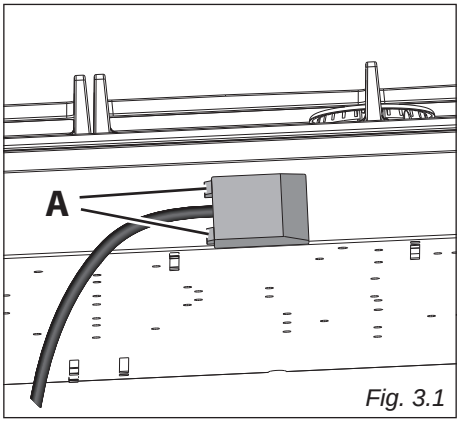

Fig. 3.1
- Sganciare il coperchio della morsettiera inserendo un cacciavite nei due agganci "**A**" (fig. 3.1).